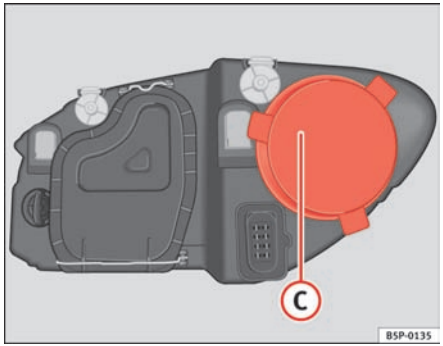

Fig. 167 Main beam headlights
– Remove the cover ⇒ fig. 167 (c) by pulling on this.